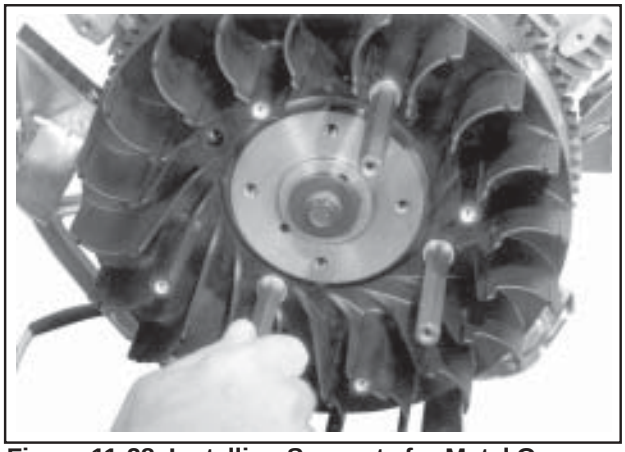

Figure 11-28. Installing Supports for Metal Grass Screen.
1. If a metal grass screen is used, with threaded individual supports, install a spacer washer on the external threads. Apply blue Loctite® No 242 (removable) to the threads. Install the four supports as shown in Figure 11-28.